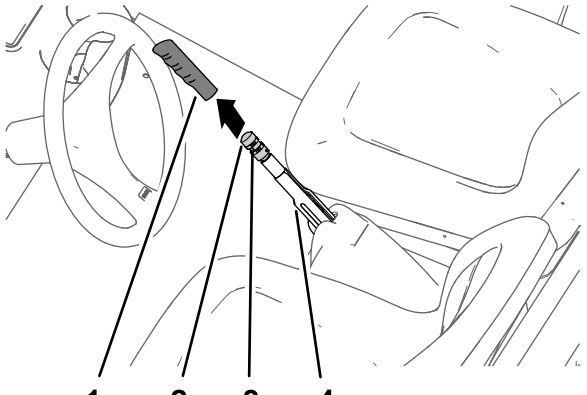

Figuur 61
1. Verwijder de handgreep van de parkeerremhendel (Figuur 61).
2. Draai de stelschroef los waarmee de knop voor de remafstelling is bevestigd aan de parkeerremhendel (Figuur 61).
3. Draai aan de knop voor remafstelling totdat een kracht van 133 tot 156 N·m nodig is om de parkeerremhendel in werking te stellen (Figuur 61).
4. Draai de stelschroef vast en plaats de handgreep (Figuur 61).
1. Verwijder de handgreep van de parkeerrem (Figuur 61).
2. Draai de stelschroef los (Figuur 61) waarmee de knop voor de remafstelling is bevestigd aan de parkeerremhendel. Stel de parkeerrem vrij en draai de knop voor de remafstelling los.
5. Draai aan de knop voor remafstelling (Figuur 61) totdat een kracht van 133 tot 156 N·m nodig is om de parkeerremhendel in werking te stellen.
C. Draai aan de knop voor remafstelling (Figuur 61) totdat een kracht van 133 tot 156 N·m nodig is om de parkeerremhendel in werking te stellen.
- Draai de stelschroef vast en plaats de handgreep (Figuur 61).